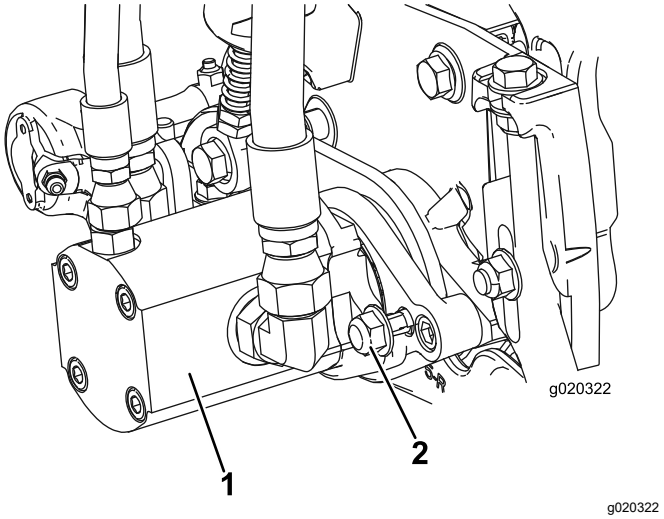

**Figuur 13**
16. Plaats de motor door deze rechtsom te draaien zodat de borgmoeren niet in de weg zitten van de flenzen van de motor (Figuur 13). Draai de motor linksom totdat de flenzen om de moeren zitten en draai vervolgens de moeren vast.